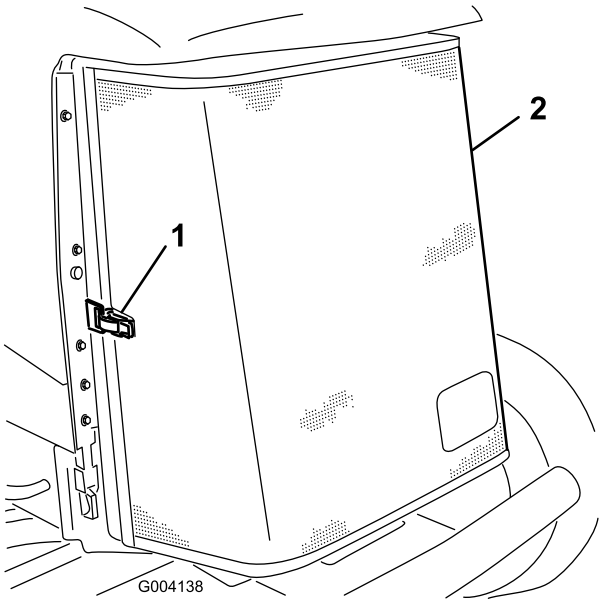

Figur 72
3. Lossa klämman och vrid upp det bakre gallret (Figur 72).